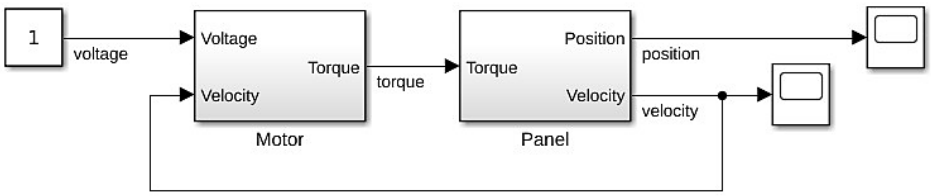

Figure 4
b. Make a subsystem using the knowledge gained from the first part, and your final model will look like Figure 4.